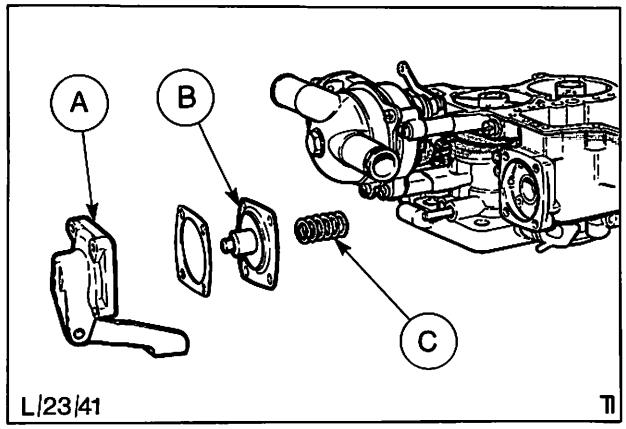

Abb. 67 Beschleunigerpumpe zerlegt
12. Einzelteile der Beschleunigerpumpe nach der in Abb. 67 gezeigten Reihenfolge einbauen, dabei darauf achten, daß die Membran nicht geknickt wird.